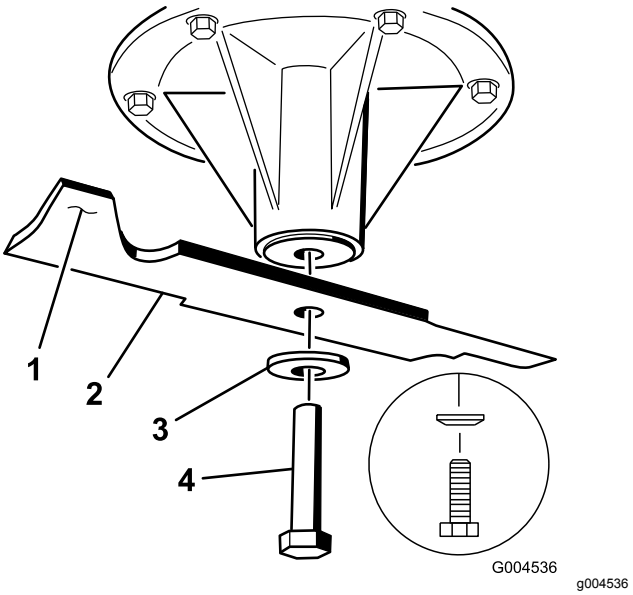

Figuur 103
2. Verwijder de mesbout, de klemring en het mes van de spilas (Figuur 103).